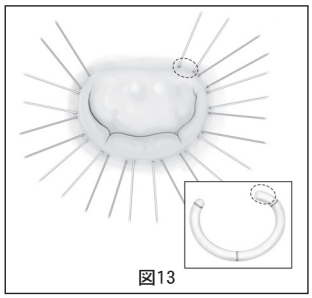

図13
1. 各縫合糸は、弁尖と心房の接合部の1～2mm外側の弁輪に掛けるようにします（図13）。後交連部の先には少なくとも一針は必要です（図内、点線の丸で示した部分）。この追加針は、後交連部マーカーを超えた部分に対応します。